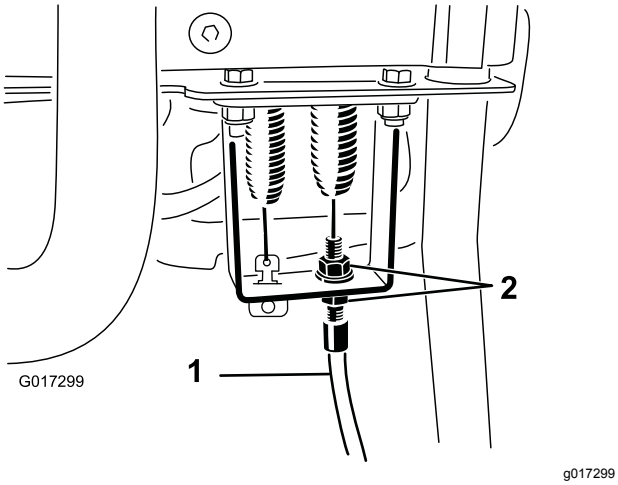

Figur 52
4. Lossa cylinderreglagekabeln vid styrhandtagets motorvägg tills kabeln är slak (Figur 52).